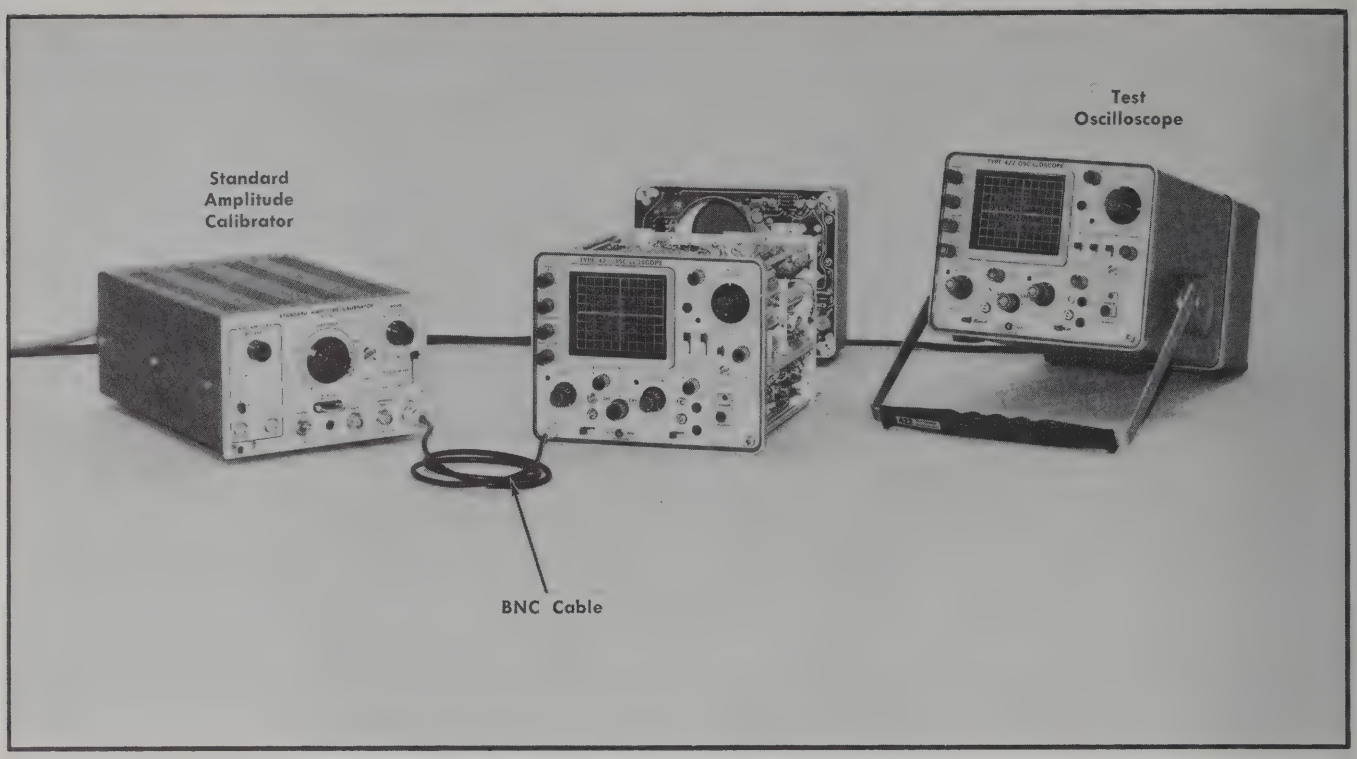

Fig. 6-28. Initial test equipment setup for steps 26 and 27.
a. Test equipment setup is shown in Fig. 6-28.